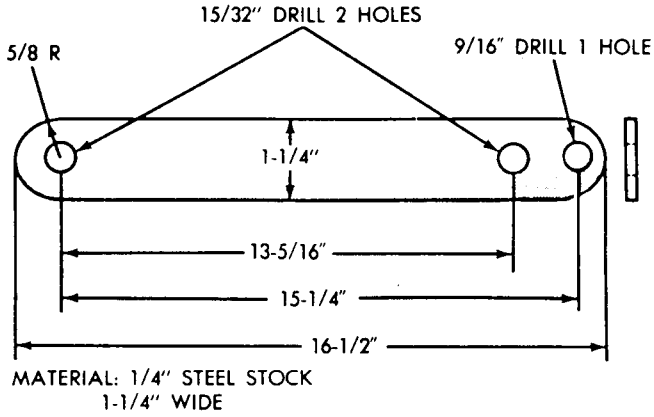

Fig. 6—Hub Seal Cup Retaining Strap
(1) Install a dipstick bore plug and plug oil cooler line fitting.
(2) With rotary motion, install converter hub seal cup over input shaft, and through the converter hub seal until the cup bottoms against the pump gear lugs. Secure with cup retainer strap (Fig. 6) using starter upper hole and opposite bracket hole.
(3) Attach and clamp hose from nozzle of Tool C-4080 to the upper cooler line fitting position in case.